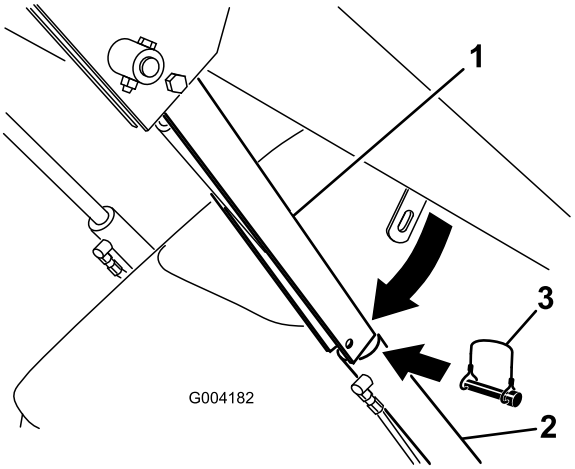

Figur 23
4. Ta bort hjulsprinten som håller fast cylinderlåset på lastarmen (Figur 23).
5. Sänk ner cylinderlåset över cylinderstaven och säkra den med sprintbulten och hårnålsfjädern (Figur 23).